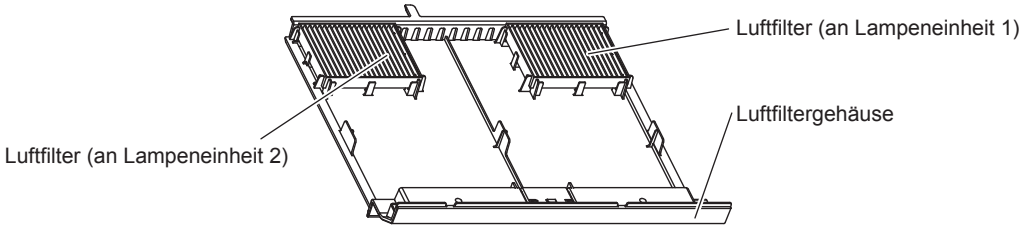

Abb. 1
1) Bringen Sie den Luftfilter an. (Abb. 1)